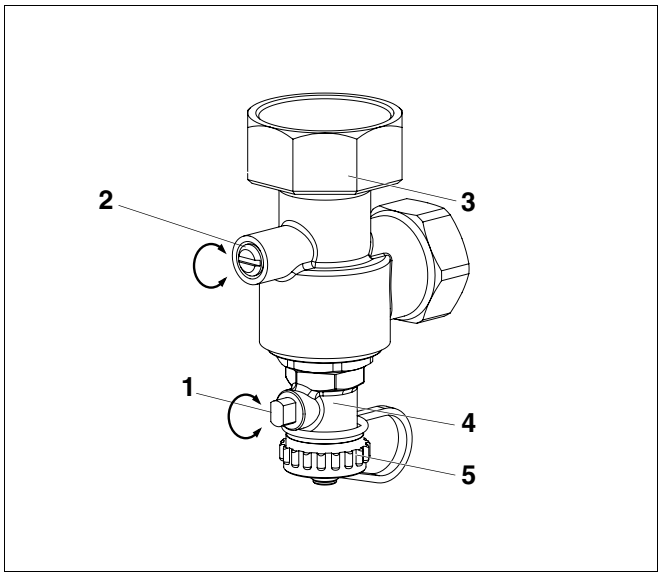

Afb. 11 Hoekvormig terugslagklep
- Plaats de sleuf van de schroeven (afb. 11, **pos. 2**) van de hoekvormige terugslagklep (afb. 11, **pos. 3)** in verticale positie (steeds geopend).
- Schroef het afsluitdeksel (afb. 11, **pos. 5**) van de vulkraan (afb. 11, **pos. 4**) eraf, schroef de vulslang erop en plaats de knevel (afb. 11, **pos. 1**) van de vulkraan in verticale positie (openen).
- Vul de installatie langzaam langs de vulkraan (afb. 11, **pos. 4**).
- Plaats de sleuf van de schroef (afb. 11, **pos. 2**) van de hoekvormige terugslagklep in horizontale positie (bedrijfstoestand).
- Vul de installatie verder bij langs de vulkraan (afb. 11, **pos. 4**).
- Sluit de vulkraan van zodra de installatie gevuld is (afb. 11, **pos. 4**).